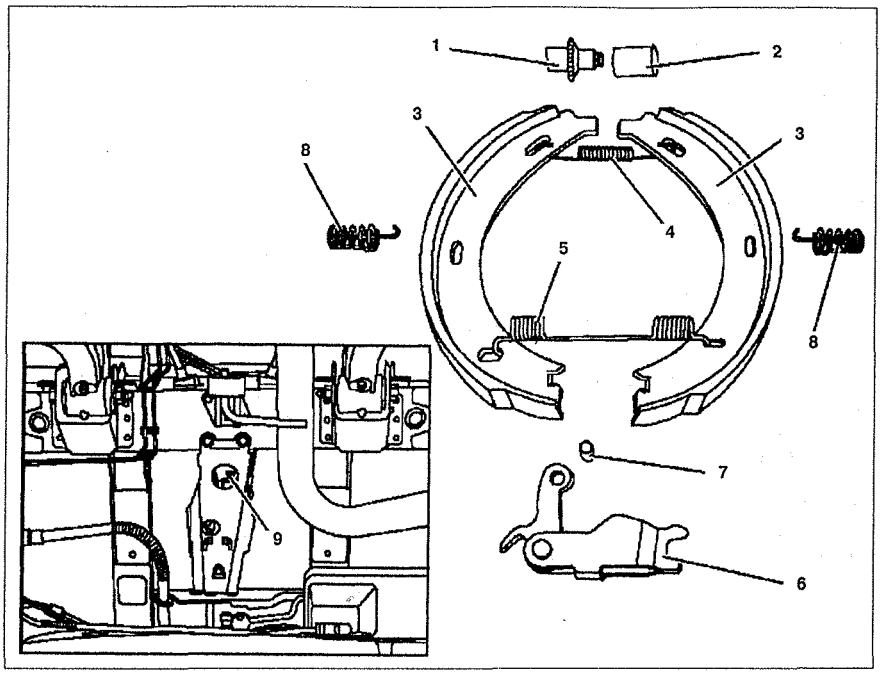

Рис. 9.12. Тормозные колодки стояночной тормозной системы:
3. Отсоедините возвратную пружину **5** (см.рис.9.12).